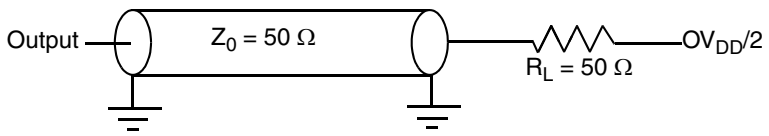

Figure 30. AC Test Load for the JTAG Interface
1. All outputs are measured from the midpoint voltage of the falling/rising edge of t_{TCLK} to the midpoint of the signal in question. The output timings are measured at the pins. All output timings assume a purely resistive 50-Ω load (see Figure 30). Time-of-flight delays must be added for trace lengths, vias, and connectors in the system.
2. The symbols used for timing specifications herein follow the pattern of $t_{\text{(first two letters of functional block)(signal)(state)(reference)(state)}}$ for inputs and $t_{\text{(first two letters of functional block)(reference)(state)(signal)(state)}}$ for outputs. For example, t_{JTDVKH} symbolizes JTAG device timing (JT) with respect to the time data input signals (D) reaching the valid state (V) relative to the t_{JTG} clock reference (K) going to the high (H) state or setup time. Also, t_{JTDXKH} symbolizes JTAG timing (JT) with respect to the time data input signals (D) went invalid (X) relative to the t_{JTG} clock reference (K) going to the high (H) state. Note that, in general, the clock reference symbol representation is based on three letters representing the clock of a particular functional. For rise and fall times, the latter convention is used with the appropriate letter: R (rise) or F (fall).
Figure 30 provides the AC test load for TDO and the boundary-scan outputs of the MPC8541E.